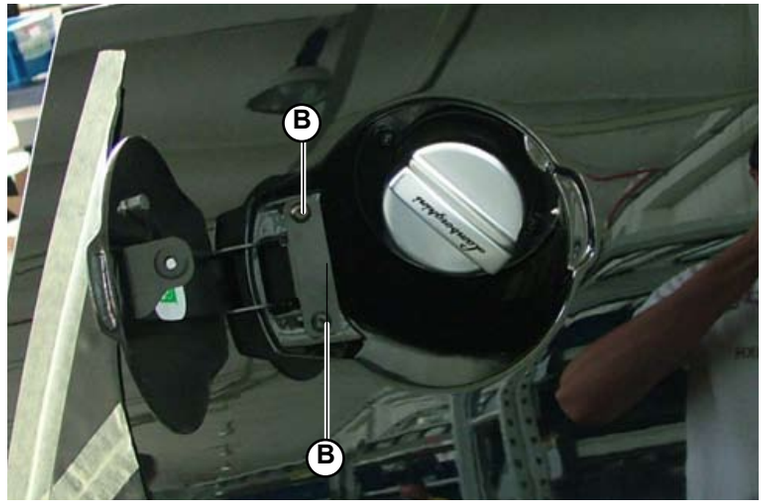

Fig.6
2. To disassemble the flap, unscrew the 2 screws (**B-Fig.6**).